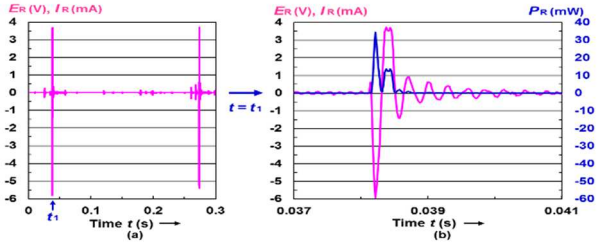

Fig.5 Characteristics of E_R, I_R and P_R of a resistor for the generator
(2) Fig.5 に測定した CSV データを Excel 処理し，負荷が抵抗の場合の E_R, I_R および P_R の特性を示す．